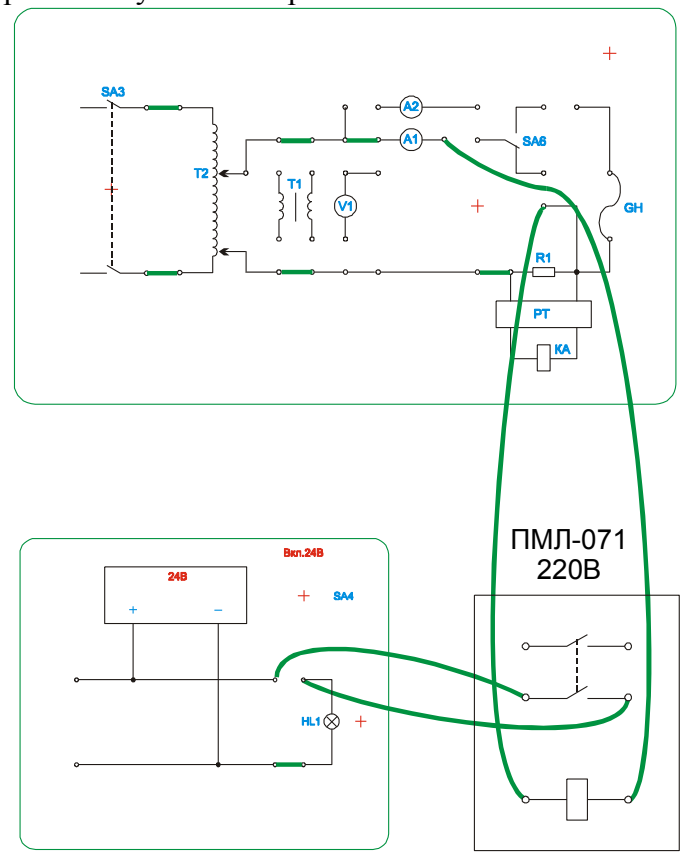

Рис. 2.2.
2.3.4. Для исследования свойств магнитного пускателя переменного тока ПМЛ с номинальным напряжением катушки 220В,50Гц необходимо собрать схему согласно рис. 2.2.